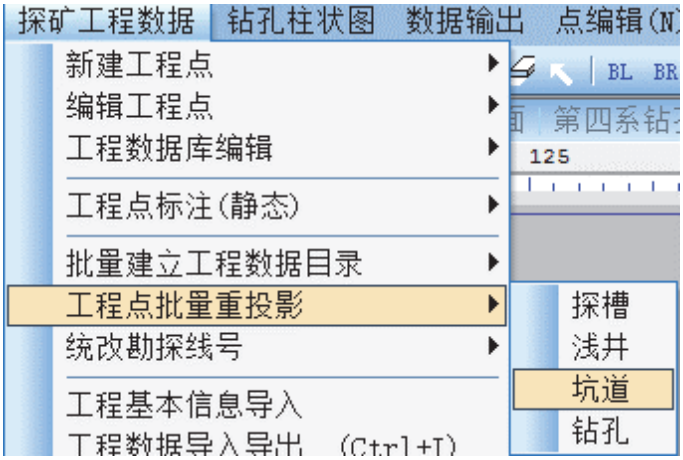

图 4-27
6. 选择菜单“探矿工程数据”→“工程点批量重投影”→“坑道”（见图 4-27）；